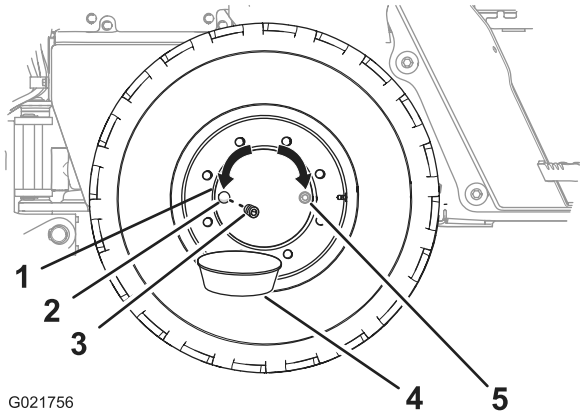

Рисунок 83
2. Переместите машину вперед или назад так, чтобы пробка ступицы колеса находилась в положении на «3 часа» или «9 часов» (Рисунок 83).
4. Подставьте сливной поддон под сливное отверстие ступицы колеса (Рисунок 83).
5. Отверните пробку ступицы колеса (Рисунок 83).
6. Убедитесь в том, что масло находится на уровне нижней части резьбы маслозаливного отверстия (Рисунок 83).
8. Заверните пробку в маслозаливное отверстие ступицы колеса (Рисунок 83).